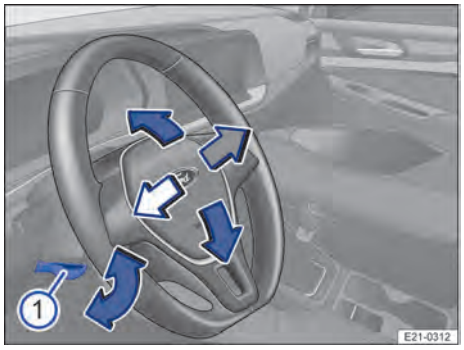

Fig. 63 Debajo del volante, en el guarnecido de la columna de dirección: palanca para el ajuste de la posición del volante.
1. Presione la palanca hacia abajo → Fig. 63 ①.
3. Presione la palanca → Fig. 63 ① con fuerza hacia arriba hasta que quede a ras del guarnecido de la columna de dirección → ⚠.